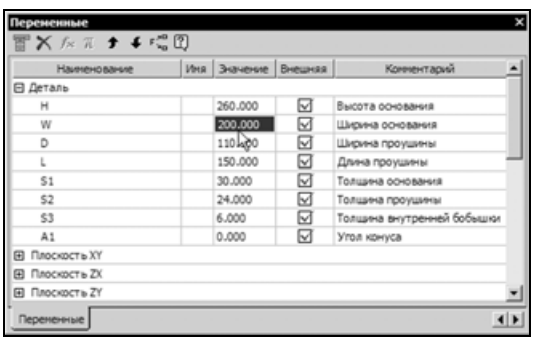

Рис. 5.160
- Измените значение 140 переменной W (ширина основания) на 200 (рис. 5.160).